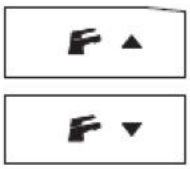

рис. 5.50
• Нажмите кнопки ▲ или ▼, для перехода к параметру «PM 13» режим работы насоса (см. рис. 5.50).